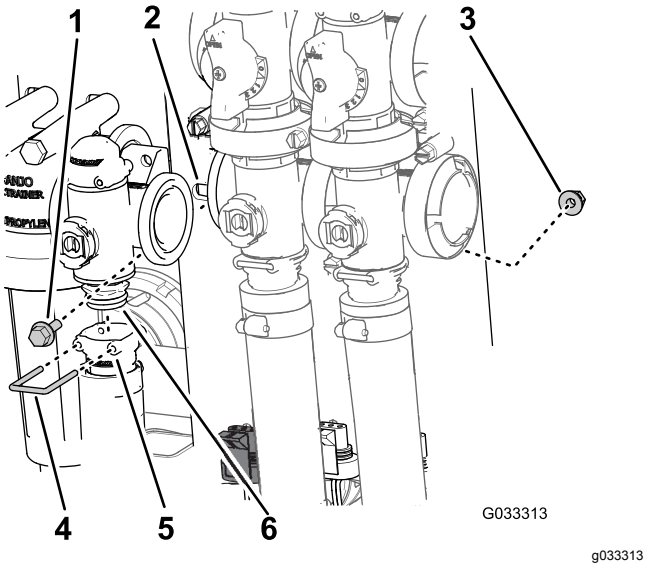

Figur 68
2. Fjern holderen som sikrer utgangsnippelen til manifoldet for mengderegulatorventilen (Figur 68).
3. Fjern de to flenshodeboltene og de to flenslåsemutterne som sikrer mengderegulatorventilen, og fjern ventilmanifolden fra maskinen (Figur 68).